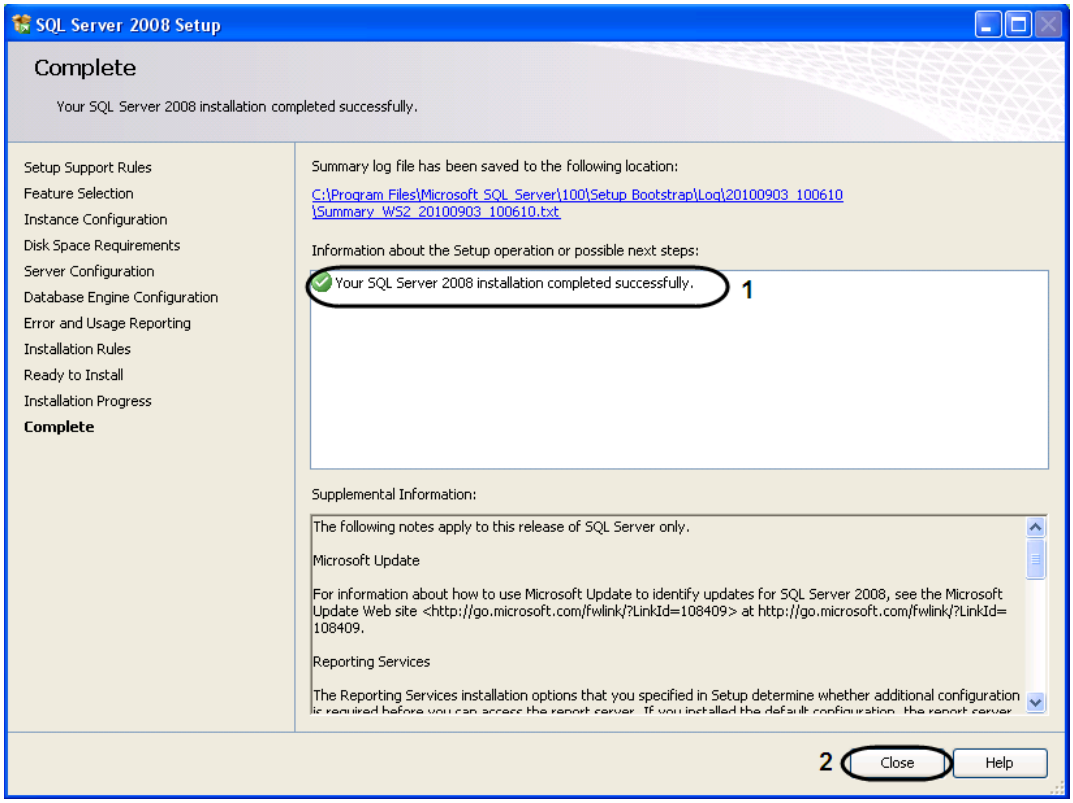

Figure 13.6-20 The "Complete" box
22. The “Complete” box will be displayed to provide information about the MS SQL Server 2008 R2 installation completion (Figure 13.6-20, 1).
23. To quit the installation process, click the “Close” button (Figure 13.6-20, 2).